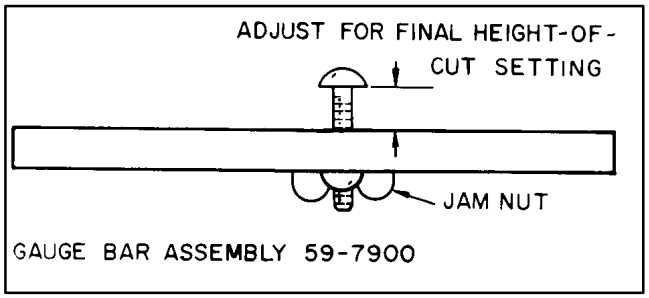
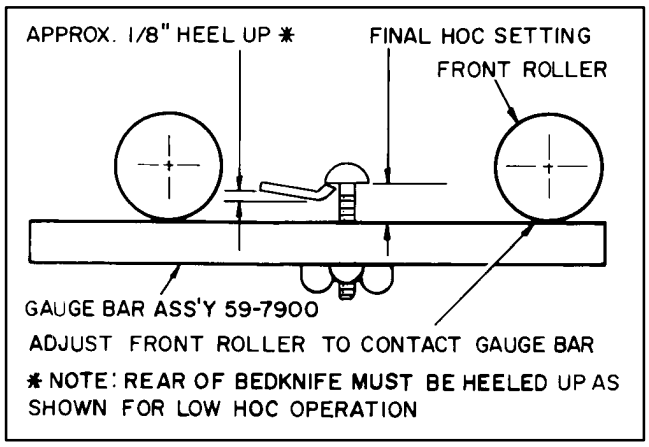

Figure 19
Figure 20
H. Loosen the gauge bar jam nut and adjust the screw to set dimension between underside of screw head and gauge bar for desired height−of−cut. (Fig. 19). Tighten the jam nut to secure the adjustment. Hook screw head over cutting edge of bedknife and position bar against bottom of front roller (Fig. 20).
I. Loosen front roller nuts and adjust both ends of the front roller until it contacts gauge bar at both ends. With the gauge bar held firmly against the bottom of the rollers adjust the front roller so the screw head just slips over the lip of the bedknife (Fig. 20). Tighten front roller nuts.